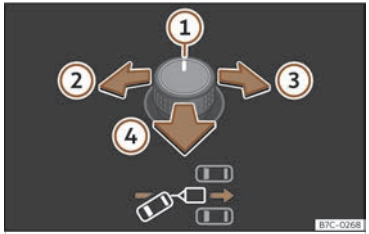
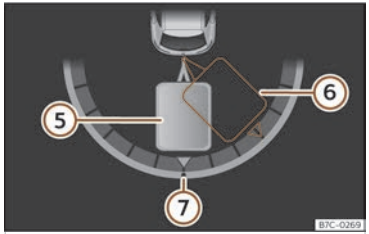

Fig. 168 Outside rearview mirror rotary control: adjust the trailer angle.
Fig. 169 Instrument cluster display: engage reverse.
Key to the >>> **Fig. 168** , >>> **Fig. 169**:
- Tilt the rotary control until the desired direction is reached >>> **Fig. 168**. A representation of the tow vehicle and trailer set is shown on the instrument cluster screen for guidance purposes >>> **Fig. 169**.